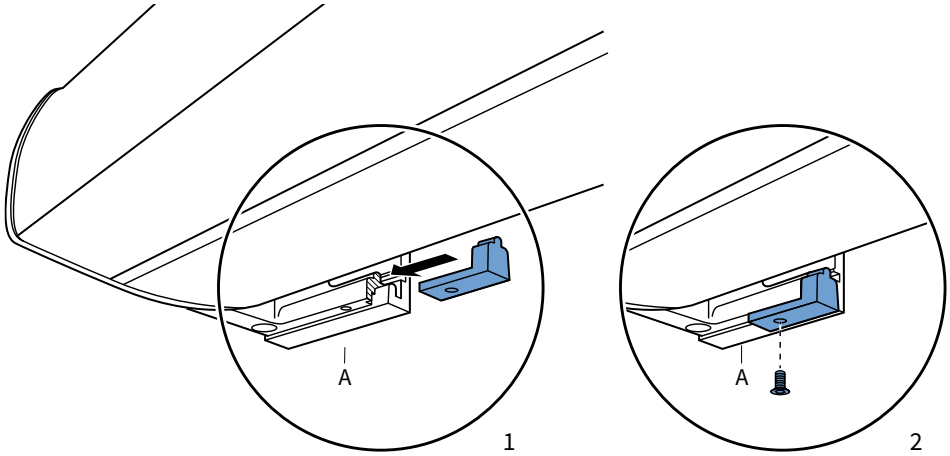

Abb. 2.4 Detail Sicherungsblock
1. Schieben Sie den Sicherungsblock über den Wandhalter (A). Siehe Abbildung 2.4.